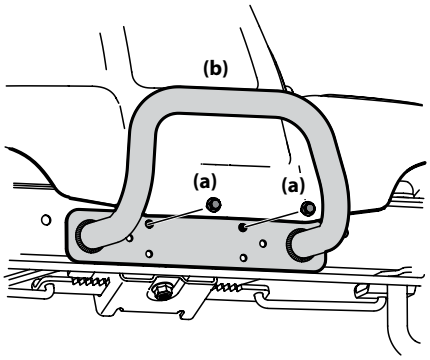

Figura 2-13
1. Extraiga los dos tornillos (a) como se indica en la Figura 2-13.
2. Ubique el paragolpes (b) sobre los orificios de montaje y sujete con los tornillos (a) que extrajo en el Paso 1. Consulte la Figura 2-13.